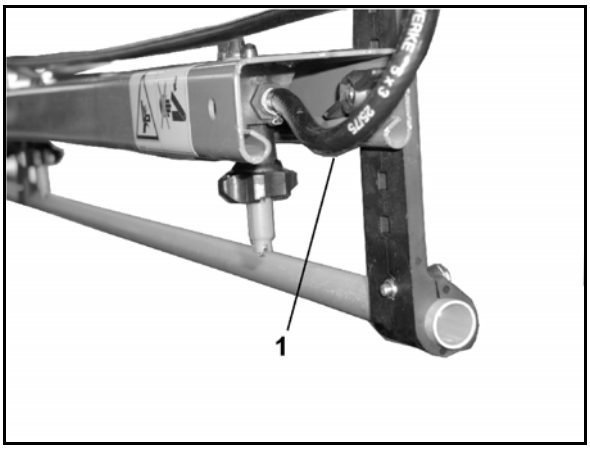

Rys. 104
- umożliwia stały obieg cieczy w przewodach opryskowych przy włączonym Systemie Obiegu Ciśnieniowego. W tym celu, do każdej z sekcji szerokości przyporządkowane jest przyłącze przepłukujące - wąż (Rys. 104/1).
- przyłącze przepłukujące-wąż (Rys. 104/1) na każdej z sekcji szerokości.